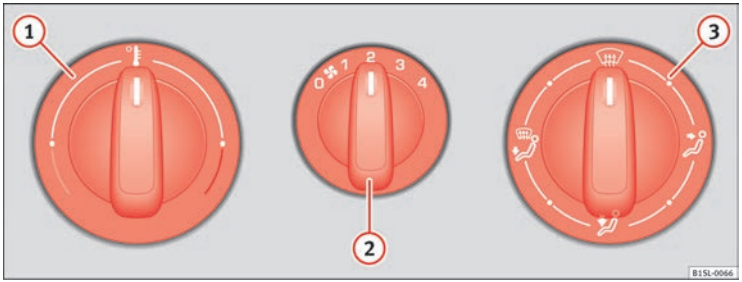
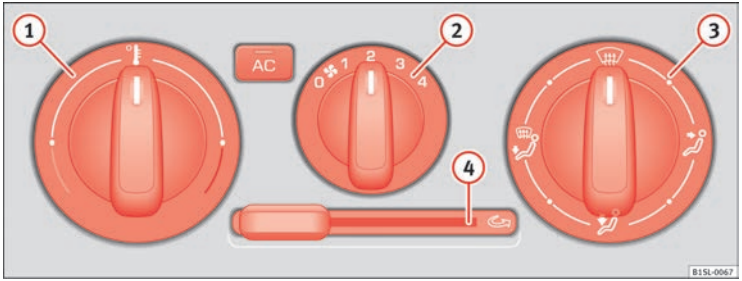

Fig. 105 In the centre console: Heating and ventilation system rotary control
Fig. 106 In the centre console: Air conditioning system controls ▶
Control button	Additional information. Heating and ventilation system ⇒ Fig. 105 and air conditioning system ⇒ Fig. 106.
- Set the fan ⇒ Fig. 105 2 to setting 1 or 2.
- Turn the temperature control ⇒ Fig. 105 1 to the centre position.
- Turn the air distribution control ⇒ Fig. 105 3 to the required position.
Switching on: Move the sliding control ⇒ Fig. 106 (4) to the right to maximum.
Switching off: Move the sliding control ⇒ Fig. 106 (4) as far left as possible. ▶